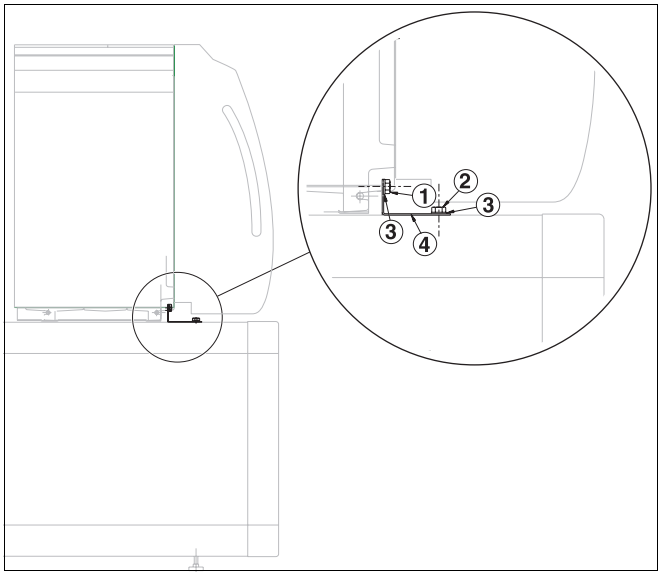

Rys. 7 Montaż kotła grzewczego na zasobnikowym podgrzewaczu c.w.u.
- Tak ustawić kocioł grzewczy, aby otwory w kątowniku mocującym pokrywały się z otworami zasobnika (rys. 7).
- Kątownik mocujący (rys. 7, **poz. 4**) przykręcić śrubami M10 x 30 (rys. 7, **poz. 2** i **3**) do zasobnikowego podgrzewacza c.w.u.
- Dociągnąć śruby M10 x 55 (rys. 7, **poz. 1**) na kątowniku mocującym (rys. 7, **poz. 4**).